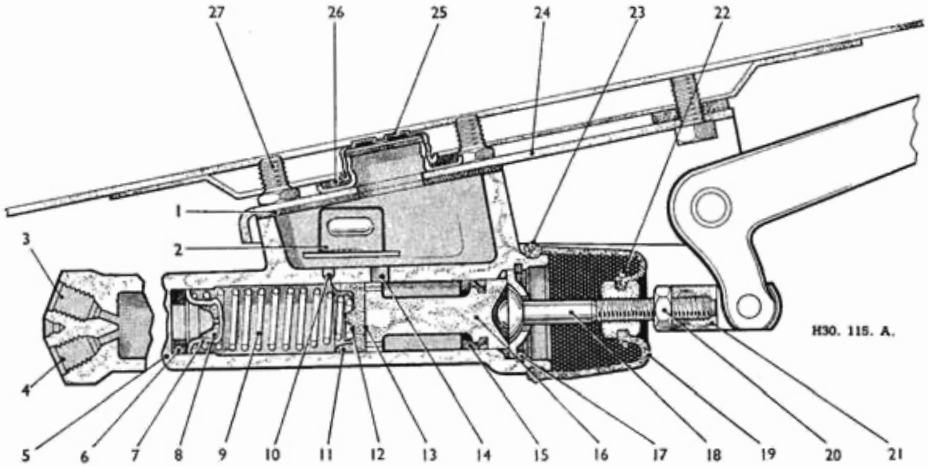

Fig. M.3.
The master cylinder (Fig. M.3) consists of a body (5) which is bored to receive a piston (16). This piston carries a main cup (11) and a secondary cup (15); adhesion of the main cup to the piston is prevented by a piston washer (13) which is fitted between the two parts. A return spring (9) carrying a spring retainer (12) is interposed between the main cup and a combined inlet and outlet valve. This valve communicates with two tapped connections (3 and 4) at the end of the bore. The inlet and outlet valve consists of a valve body (7) containing a valve cup (8) and valve washer (6) on to which the valve body is pressed by the spring (9). Retention of the whole assembly in the bore is effected by a valve stop and a push rod (18) which is in turn held by a circlip (17). Dirt and moisture is prevented from entering the unit by a rubber boot (19) which is fitted to the push rod and master cylinder body. It is held in position by clips (22 and 23). The fluid reservoir is fitted with a cover plate (24) to which a thread plate, carrying a filler cap (25) and rubber pad (26), is welded.
The operator is advised to follow Fig. M.3 to ensure correct assembly. Fit the valve cup (8) into the valve body (7) and the secondary cup (15) into the piston (16). Ease the valve washer (6) into the bore until it is arrested at the closed end. Insert the valve body (7) into one end of the spring (9) and the spring retainer (12) over the other end. Guide the spring into the bore with the valve body leading; follow it up with the main cup (11) lip leading, care being taken not to turn back or damage the lip in any way. Insert the piston washer (6) correctly with its curved edges towards the cup, and follow it up with the piston (16) drilled face leading. Locate the push rod (18) and the piston stop in the counterbore and fit the circlip (17). Ease the boot (19) over the master cylinder body and the push rod, and push on the clips. Spring the baffle plate (2) into position in the fluid reservoir so that it is retained by the lugs. Fill the reservoir with clean Lockheed Brake Fluid. Fix the cover plate to the master cylinder by using the four studs.